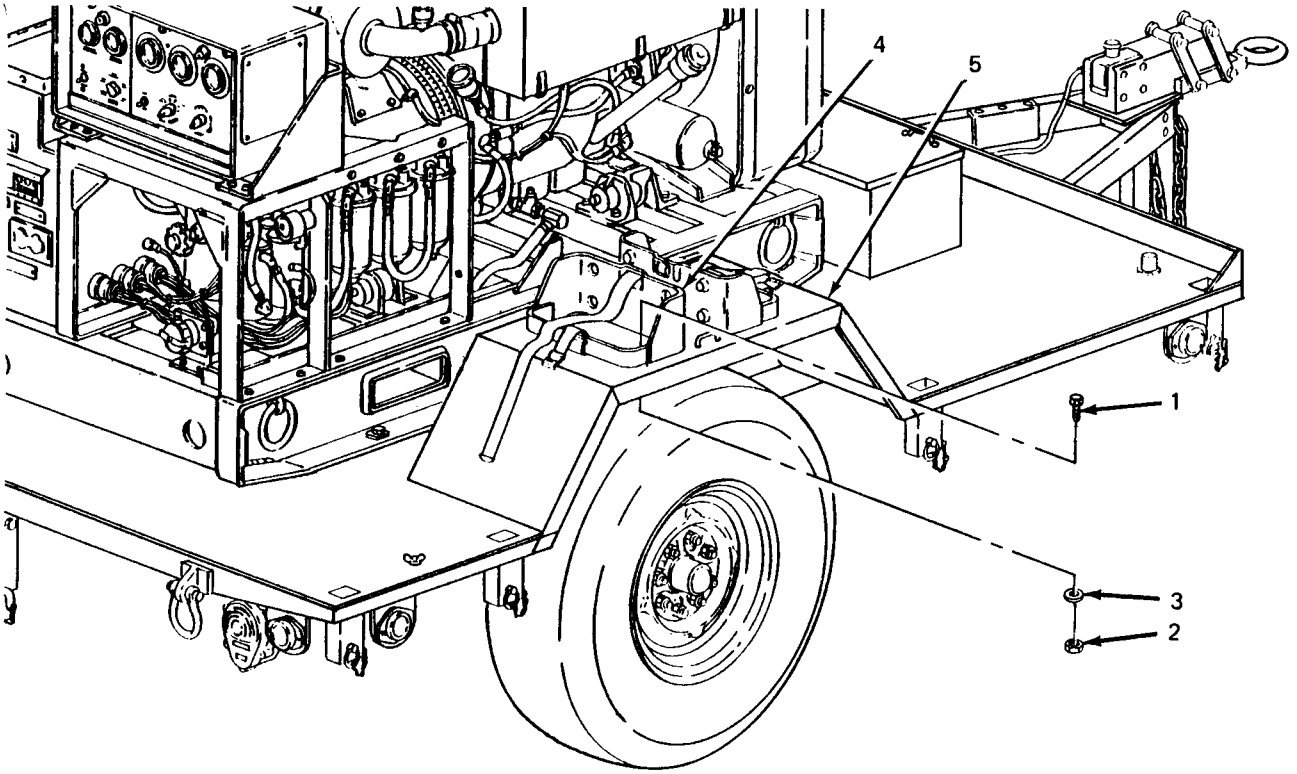

Figure 4-5. Fuel Can Bracket Replacement.
4-17. **Fuel Can Bracket Replacement. (See** figure 4-5.) There are four fuel can brackets supplied with the PU-753/M. Two brackets are mounted on top of each fender. Replacement procedures described below are typical for all four.
(1) Remove four screws (1, figure 4-5), four nuts (2) and four flat washers (3) securing bracket (4) to fender (5).
(2) Remove bracket (4) from fender (5).